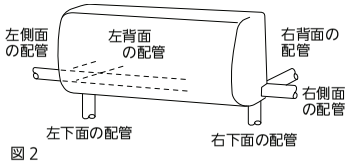

図 2
13. 配管の取り出しは図 2 のように、6 方向に施工することができます。